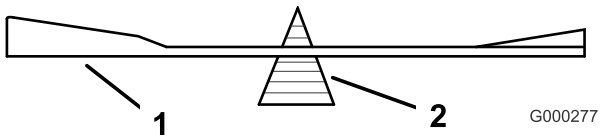

Figura 57
2. Verifique el equilibrio de la cuchilla colocándola sobre un equilibrador de cuchillas (Figura 57). Si la cuchilla se mantiene horizontal, está equilibrada y puede utilizarse. Si la cuchilla no está equilibrada, rebaje algo el metal en la parte de la vela solamente
(Figura 57). Repita este procedimiento hasta que la cuchilla esté equilibrada.